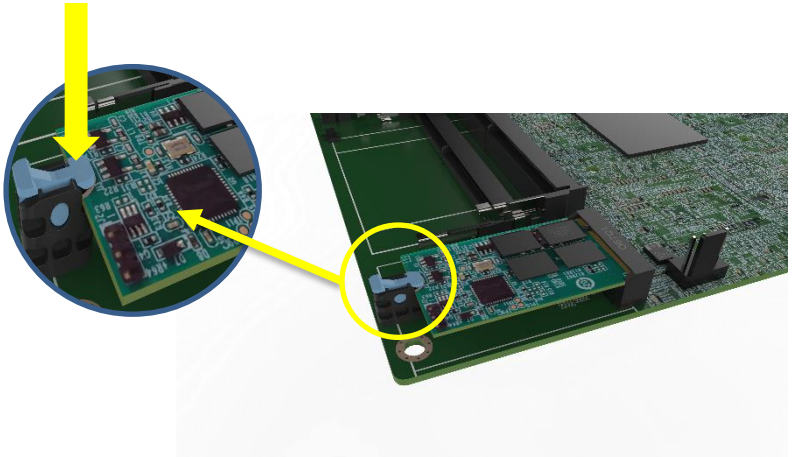

Figure 4-7: Aligning the M.2 Module with the Retainer
Step 3: Align the notch on the end of the M.2 module with the clip of the retainer. (See **Figure 4-7**)